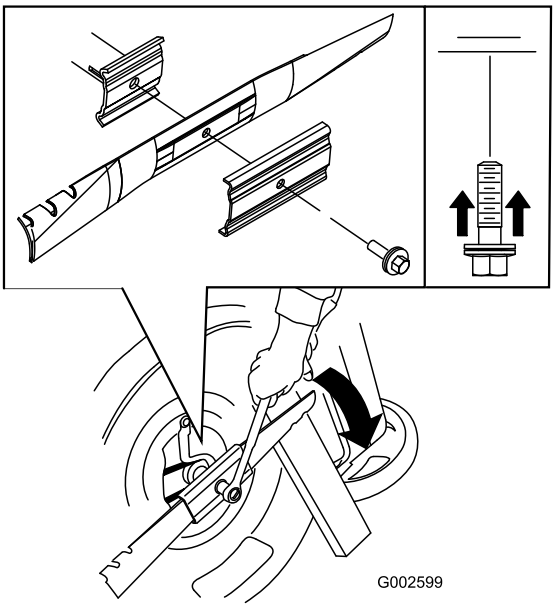

Figur 40
5. Monter den nye kniven (drei knivbolten med urviseren) ved hjelp av skruene og mutterene du sparte (Figur 40).